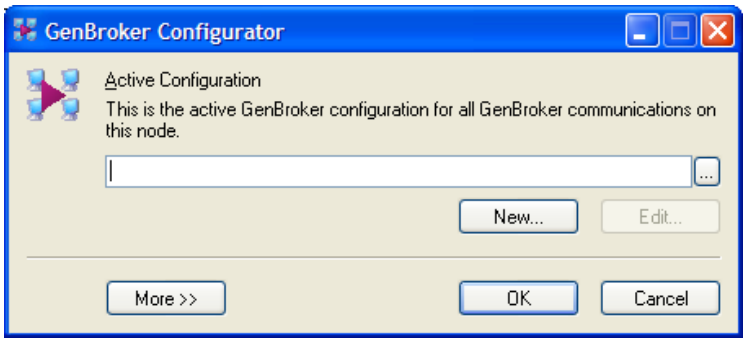

Figure L8.2: Client Tab Configurations on Mywebserver
2. Since this computer is acting as a client to the **Simopcserver** machine, we will create a new configuration (.gbx) file by clicking **Edit,** as shown in **Figure L8.2.**